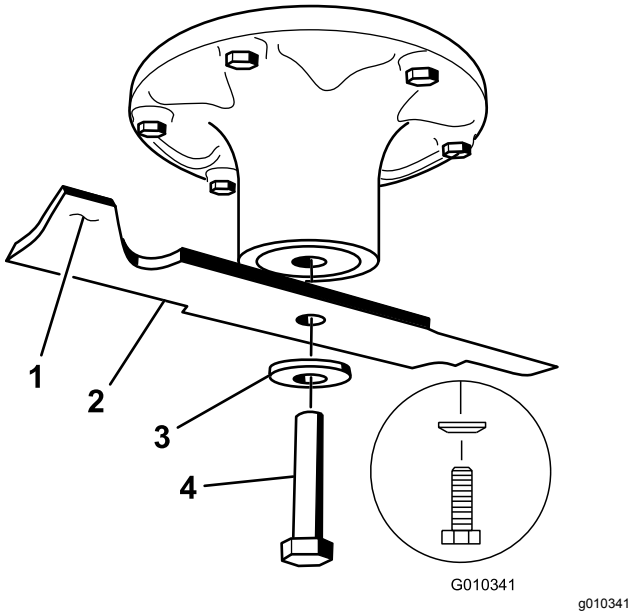

Rysunek 77
2. Odkręć śrubę ostrza, podkładkę wygiętą i zdejmij ostrze z wału wrzeciona (Rysunek 77).